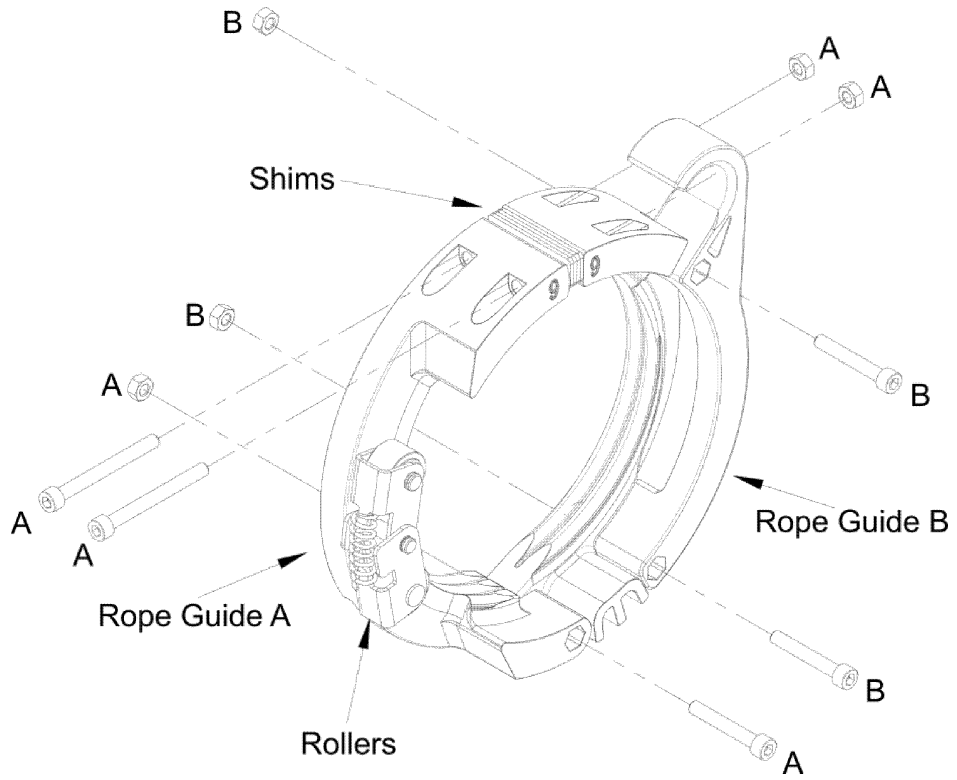
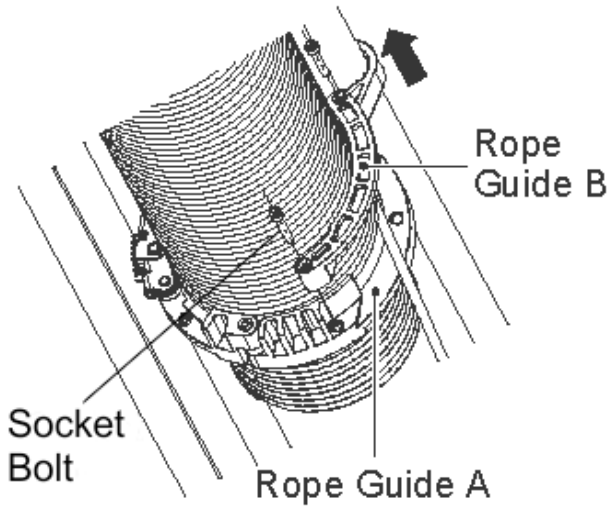
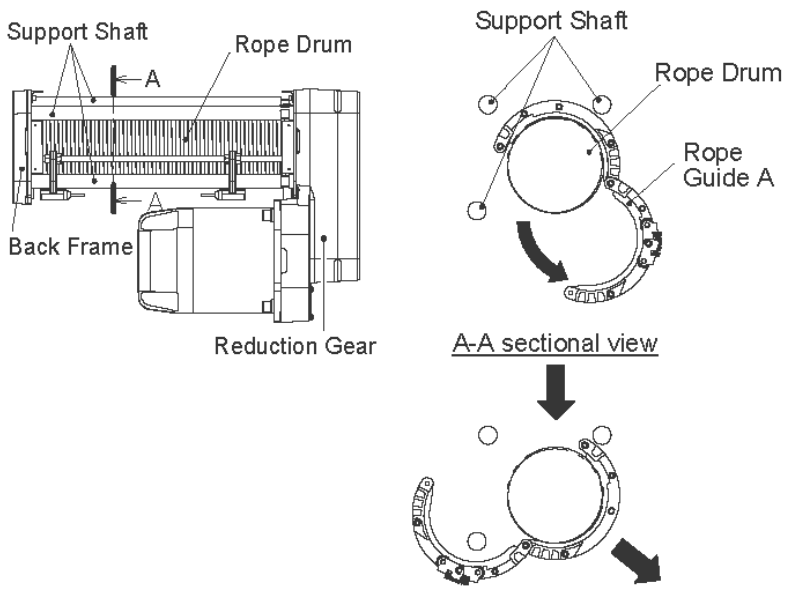
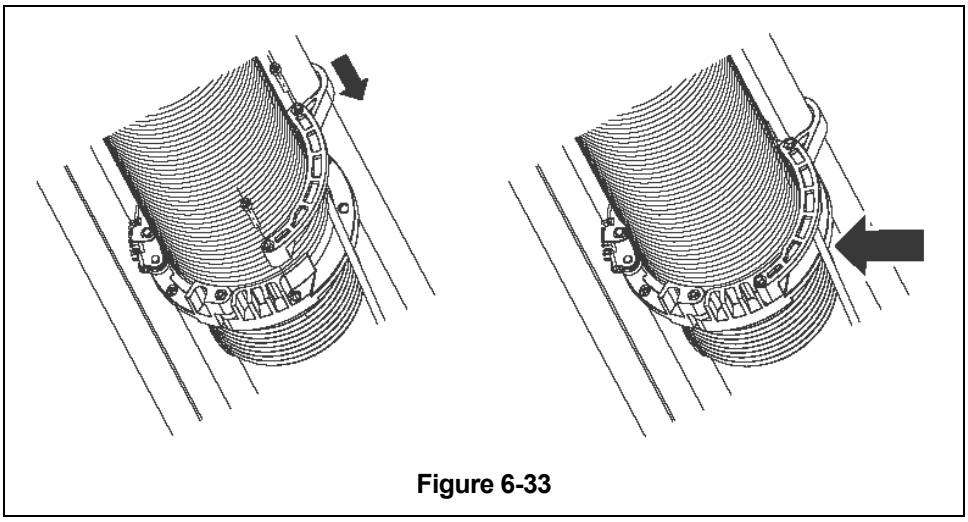

Figure 6-18 Rope Guide Assembly
Figure 6-19
Figure 6-20
Figure 6-33
10) Remove both Socket Bolts holding Rope Guide B (part with the Support Shaft guide "hook shape") to Rope Guide A. These bolts are labeled "B" in **Figure 6-18.** Separate Rope Guide B from Rope Guide A as shown in **Figure 6-19**.
11) Carefully loosen the top two bolts from Rope Guide A that pass through the shims. These are the pair of bolts labeled "A" and shown passing through the shims in **Figure 6-18.**
⚠ WARNING Rope guide A is under slight pressure from the spring Rollers as shown in **Figure 6-18.** With these bolts loosened, the Rope Guide A will open. With the spring pressure no longer present, the two upper bolts can be removed along with the shims.
12) Remove the final bolt labeled "A" in **Figure 6-18.** This bolt is acting as a hinge point for the two segments of Rope Guide A as shown in **Figure 6-20.** With this bolt removed, the two segments of Rope Guide A will separate and can be removed separately**.**
13) If installing a new Rope Guide, the first step will be to disassemble the Rope Guide in preparation for installation. Begin by removing the two bolts labeled "B" as shown in **Figure 6-18.** With the bolts removed Rope Guide B can be separated from Rope Guide A. (**Figure 6-19**)
14) Remove the remaining hardware labeled A **Figure 6-19** as well as the accompanying shims to allow Rope Guide A to separate into two segments.
16) Slide the two segments of Rope Guide A into place onto the drum. Install the single bolt and nut that act as the hinge point of Rope Guide A. Lightly tighten but do not torque at this time. (Single bolt / nut labeled “A” in **Figure 6-18**.)
17) Squeeze the two segments of Rope Guide A together to allow installation of the Shims and upper pair of shim bolts labeled “A” in **Figure 6-18.** Lightly tighten but do not torque at this time.
19) After the adjustment is confirmed correct, Install Rope Guide B to Rope Guide A so that the wire rope passes between Rope Guide A and Rope Guide B see **Figure 6-33**. Ensure the Support Shaft guide “hook shape” part of Rope Guide B is installed over the Support Shaft as shown in **Figure 6-33.** Install the hardware labeled “B” in **Figure 6-18** and lightly tighten but do not torque at this time.